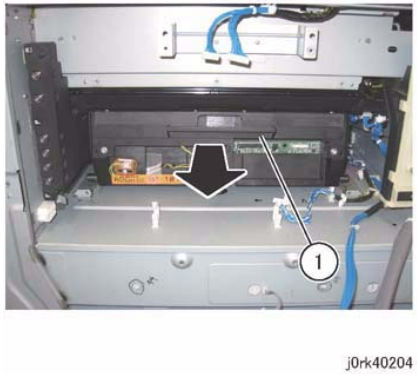

Figure 4 ROS Assy Removal
6. Remove the ROS Assembly. (Figure 4)